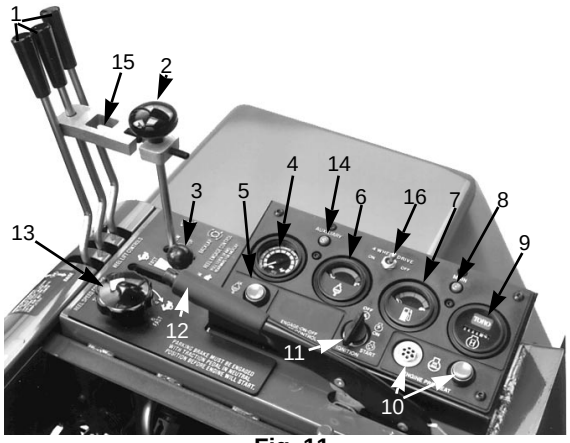

Fig. 11
1. Sid på sædet, og hold foden væk fra manøvrepedalen. Sørg for, at parkeringsbremsen er aktiveret (Fig. 11). Manøvrepedalen og klippe/baglapningshåndtaget skal være i fristilling (neutral).
2. Hvis motoren eller lufttemperaturen er under 7–10°C, skal man trykke på motorens forvarmningskontakt og holde den nede, til lampen lyser stærkt (Fig. 11). Man skal så slippe kontakten og gå videre med punkt 3 for at starte motoren.
3. Sæt gasregulatoren på LANGSOMT (SLOW) og drej tændingsnøglen til START (Fig. 11). Slip nøglen, så snart motoren starter.